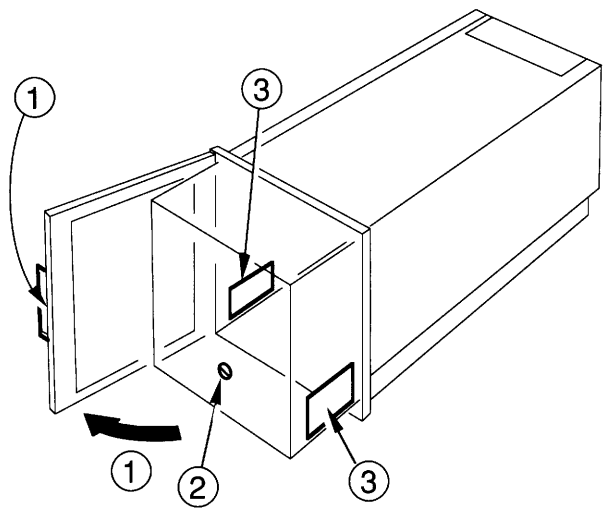

Fig 2.2 Checking the Instrument Code Number (Panel-Mounted Instruments)
2.2.2 Panel-Mounted Instruments – Fig. 2.2
① Unlock and open the door, hinged at the left hand edge.
② Release the chassis retaining screw and remove the chassis from the case.
③ Check the instrument code number (2 labels) against Table 1, below.